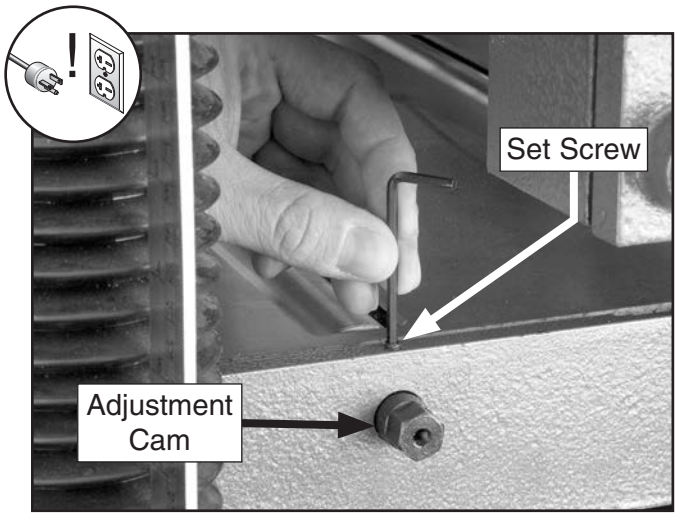

Figure 23. Location of bed roller height controls (two on each side of planer table).
3. Loosen set screw above each of four roller adjustment cams—there are two on each side of planer table (see **Figure 23**).